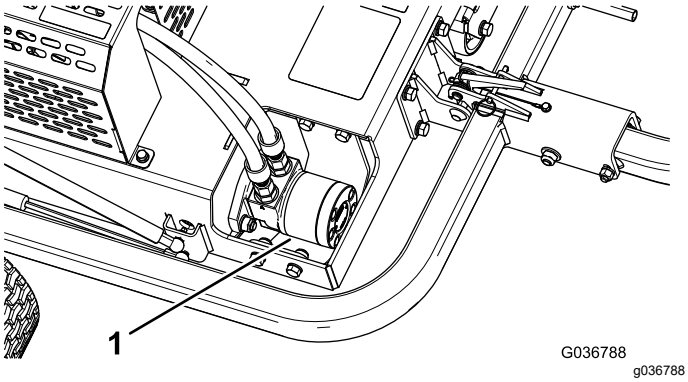

Figur 41
3. Fjern snavs og affald fra området omkring hydraulikmotoren (Figur 41).